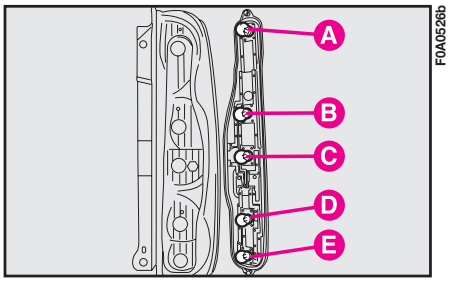

fig. 30
**7)** Remove the bulbs **fig. 30** by pushing them gently and turning them counterclockwise (bayonet fitting)